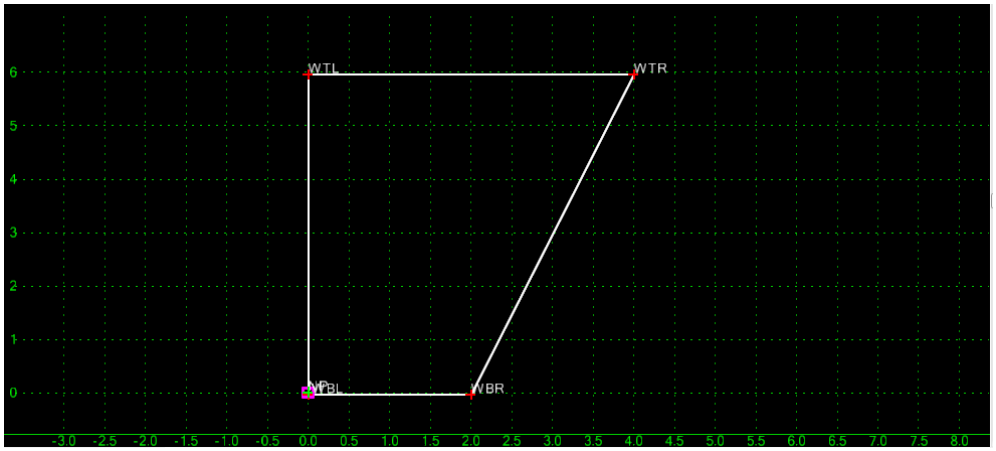

Figure L7-51 Create Template Grid
62.	**Edit Point WTR in Wall 2 to make it 4' Wide and 6' High.** • With **Wall 2** active, double click Point **WTR**. • Change the **Horizontal** constraint from **2.00** to ***4.00***. • Change the **Vertical** constraint from **3.50** to ***6.00***. • Click **Apply** & **Close**. • **Fit** the view. • Ensure your Component matches that shown in *Figure L7-51*.